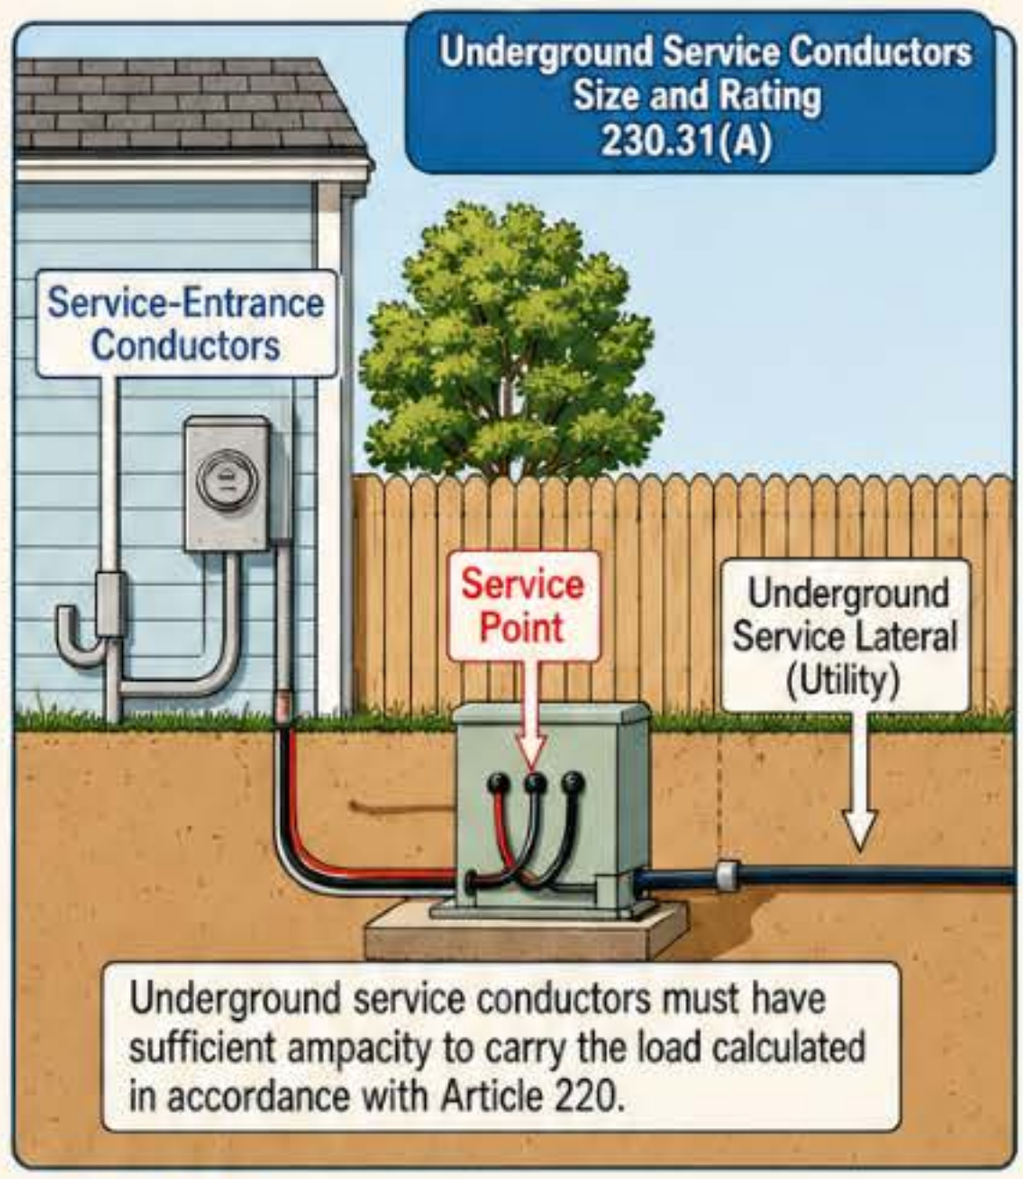

Figure 230–20
(A) General. Underground service conductors must have sufficient ampacity to carry the load as calculated in accordance with Article 220. See Figure 230–20.